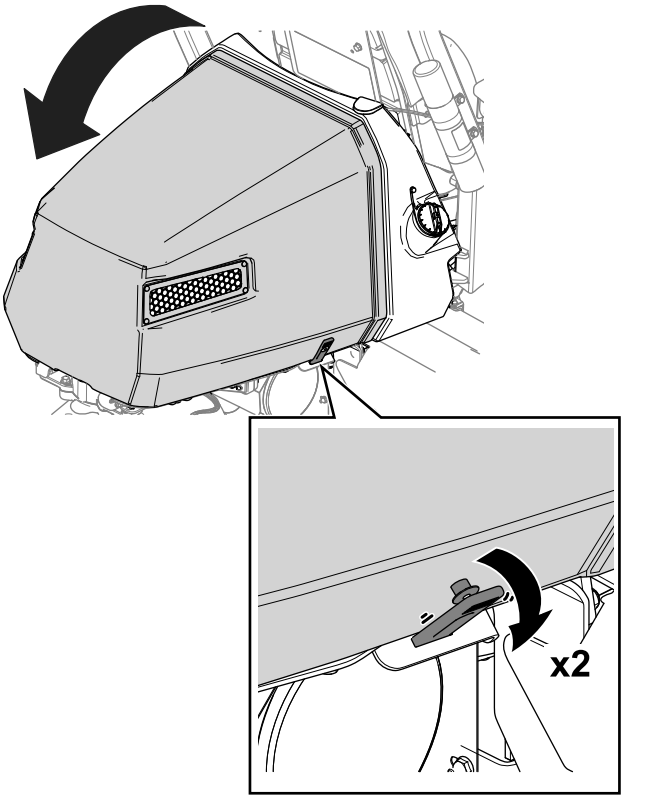

Figur 37
1. Frigør stropperne fra hver side af motorhjelmen (Figur 37).
2. Løft motorhjelmen (Figur 37).